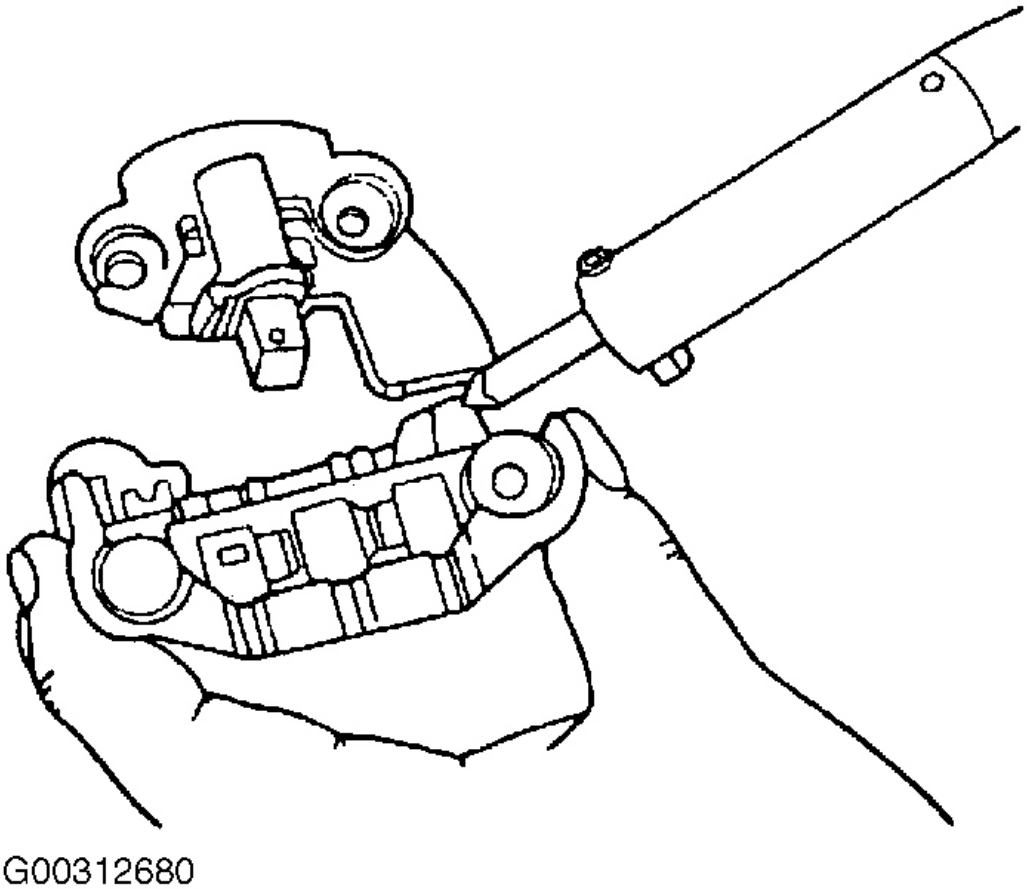

Fig. 17: El uso de soldadura de hierro quitar soldadura de rectificador
10. Use un soldador para quitar soldadura de rectificador y del estator cables, y luego quitar el regulador de IC. Ver **La Fig. 17** .